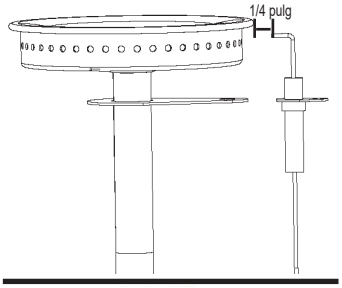

Fig. 2
- Verifique que el pin de ignición esté correctamente espaciado y alineado con el quemador. El pin de ignición debe ser de aproximadamente 1/4 pulg desde el quemador y estar alineado con la parte superior del puerto del quemador (Fig. 2). Confirme que el espaciado está correcto presionando el botón del arrancador y asegurándose que la chispa ocurra entre el pin de ignición y el quemador.